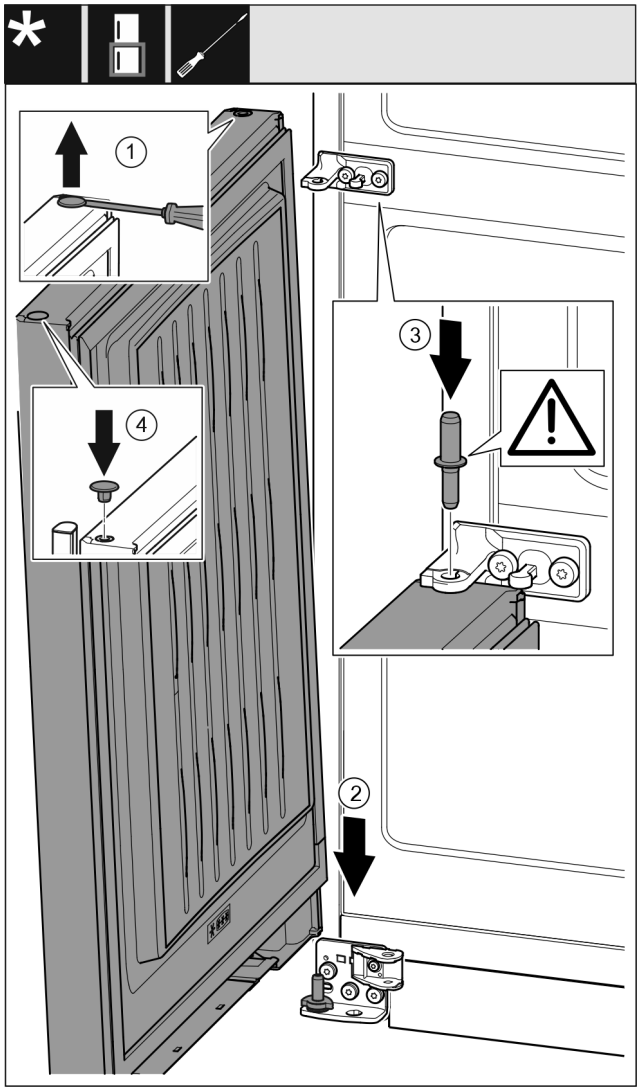

Fig. 57
- ▶ Ridicați cu precauție dopul *Fig. 57 (1)* cu o șurubelniță plată și extrageți-l.
- ▶ Așezați ușa *Fig. 57 (2)* de sus pe bolțul inferior de lagăr.
- ▶ Introduceți bolțul central de lagăr *Fig. 57 (3)* prin mijlocul suportului de lagăr în ușa inferioară. Aveți grijă aici ca respectiva camă de fixare să fie îndreptată către înapoi.
- ▶ Introduceți dopul *Fig. 57 (4)* pe partea opusă a ușii.